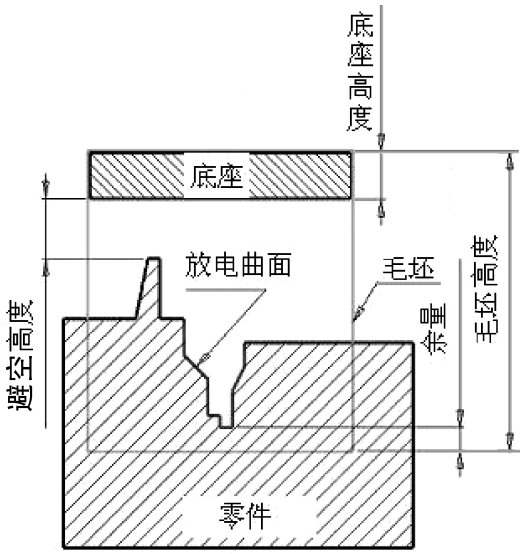
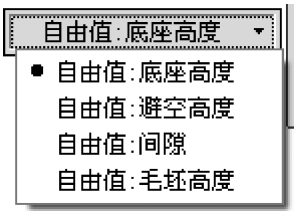

图 6-18
图 6-19
- 毛坯高度、底座高度、避空高度（安全高度）和余量的含义如图 6-18 所示。
- 图 6-18 所示的四个参数由于存在嵌套关系，故确定了其中的三个，另外一个也就自动确认。此自动确认的参数可以从自由值选项上选择控制。如本章选择“自由值：底座高度”命令，如图 6-19 所示。